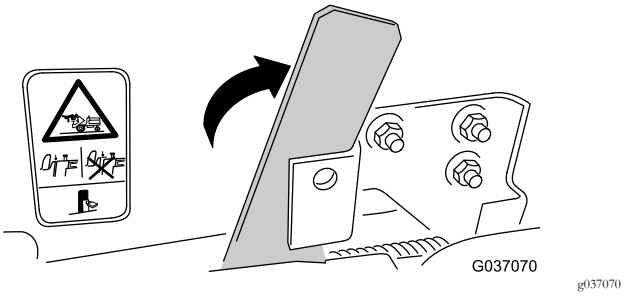
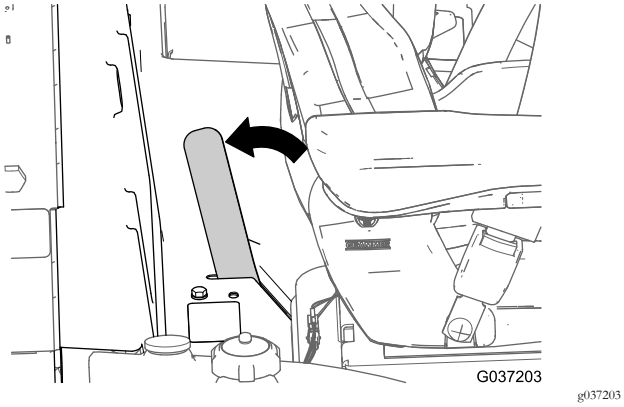

Figure 39
Figure 40
3. Fully lower the platform and move the locking handle toward the rear of the mower (Figure 39 or Figure 40) until the latch hooks fully engage the locking bar.